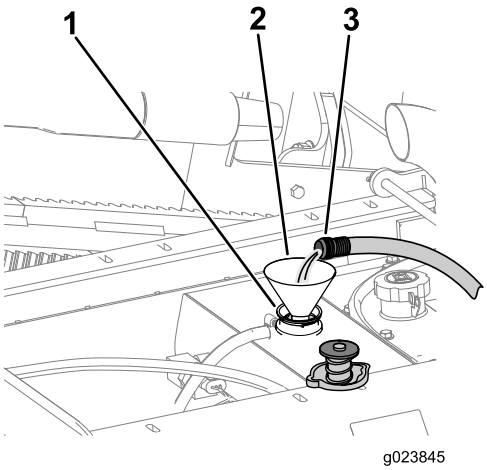

Figure 143
B. Remplissez le radiateur d'eau propre (Figure 143).